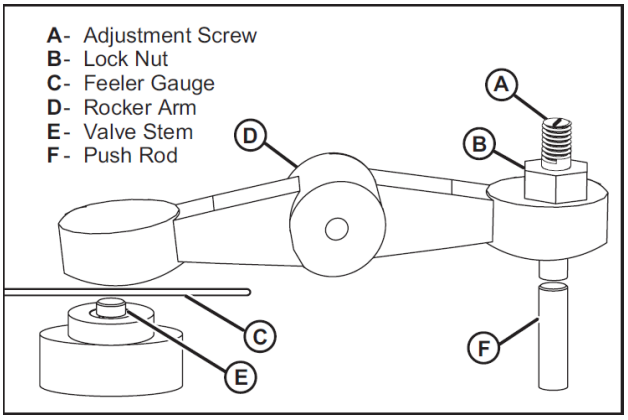

Figure 49 Set Valve Clearance
7. Pull the recoil starter handle slowly in small increments until the engine is at top dead center (TDC). Look through the spark plug hole to observe that the piston is at the top of its stroke and check by hand that both rocker arms are loose with some play between each one and its corresponding inlet or exhaust valve (See Figure 49).